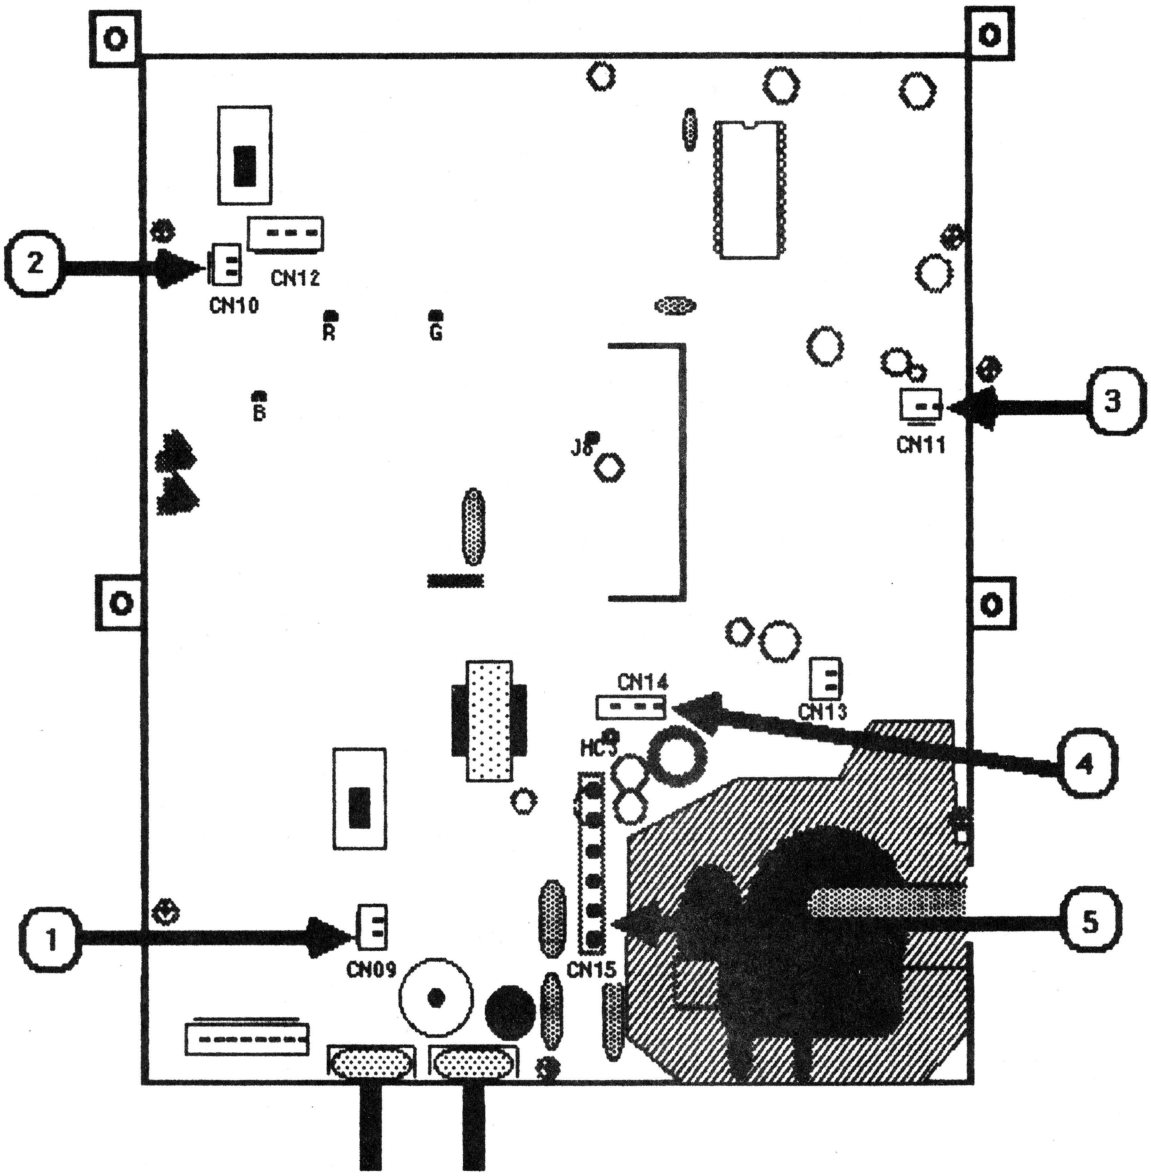

FIGURE 9
a) CN09 (pink and green) -- Figure 9, #1
b) CN10 (blue and black) -- Figure 9, #2
c) CN11 (red and yellow) -- Figure 9, #3
d) CN14 (red and black) -- Figure 9, #4
e) CN15 (red, blue, green, and yellow) -- Figure 9, #5
1. Orient the logic board as it is shown in Figure 9.
4. Disconnect CN14 from the logic board. (Figure 9, #4.)